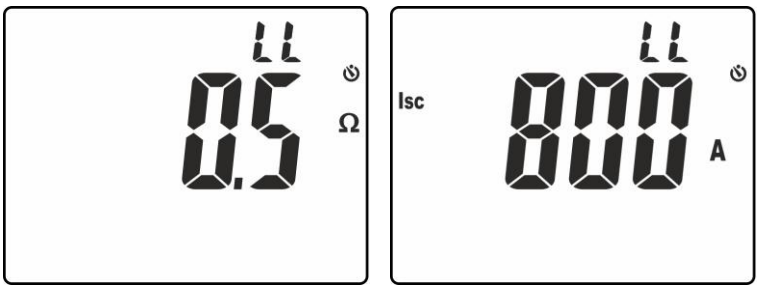

Fig. 28: Résultats de la mesure d'impédance Loop L-L
12. La page-écran de Fig. 28, à gauche, affiche la valeur de l'impédance de Loop L-L. Cliquer sur les touches ▼/💡 ou ▲ pour afficher la valeur de court-circuit présumé **Isc** (voir § 9.3)